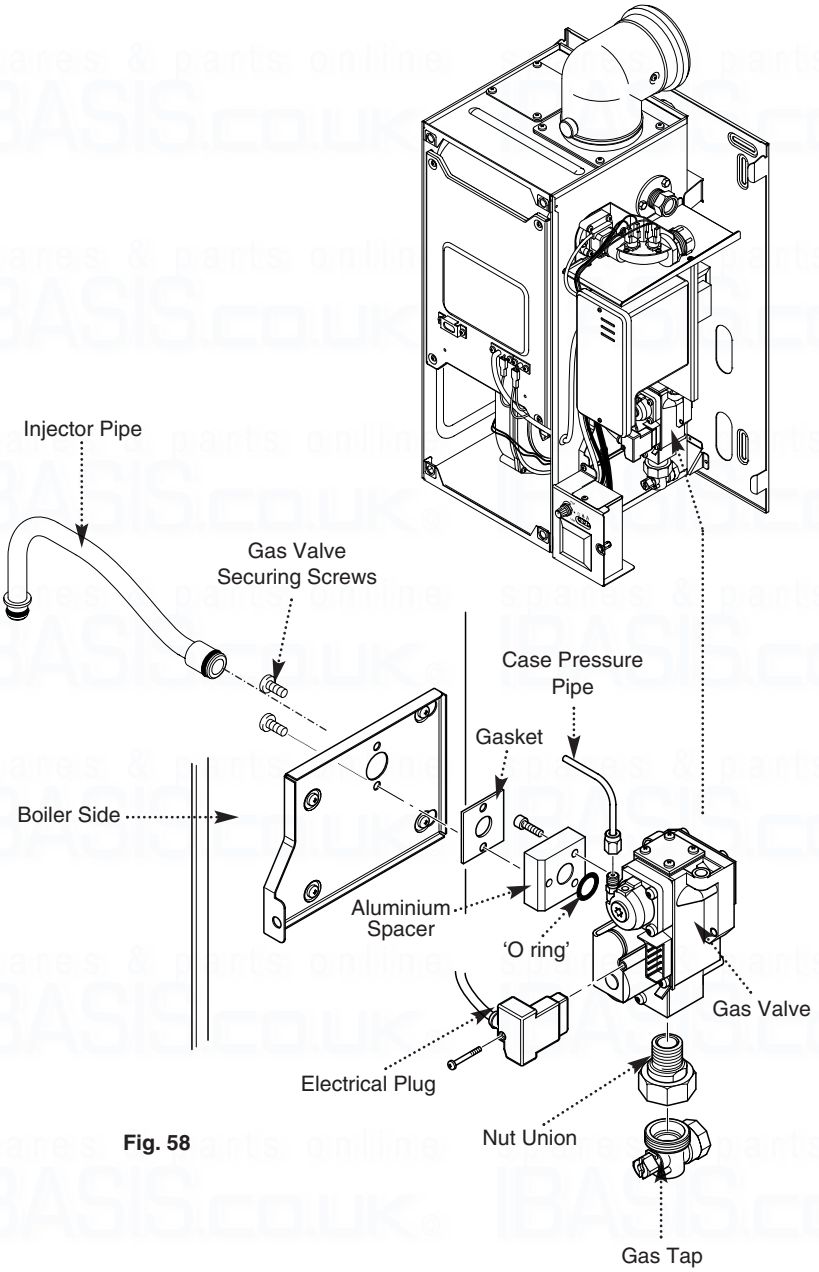

Fig. 58
13.10 Injector Pipe (Fig. 58)
13.11 Gas Valve (Fig. 58)